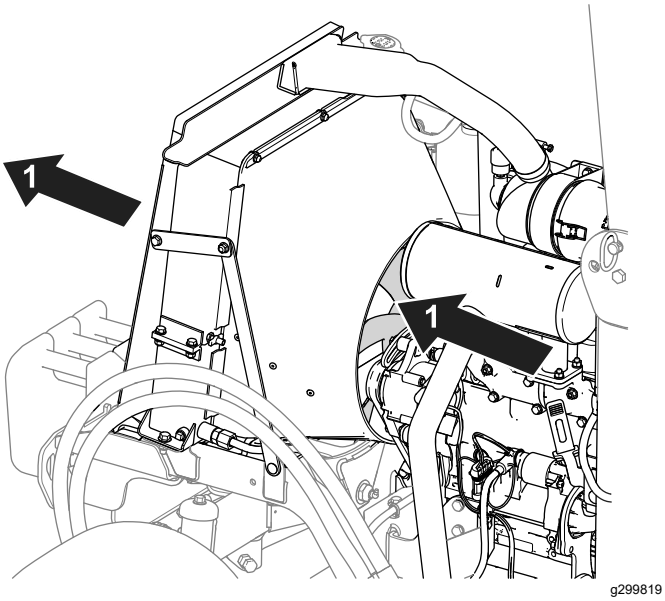

**Figuur 74**
- Reinig de radiateurribben met perslucht. Richt de lucht uit de machine (Figuur 74).